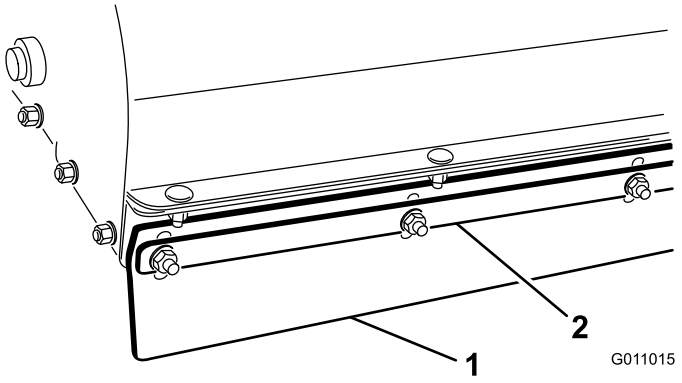

Figur 20
1. Løsne mutrene som fester metallbåndet og skvettlappen foran på børstehuset (Figur 20).